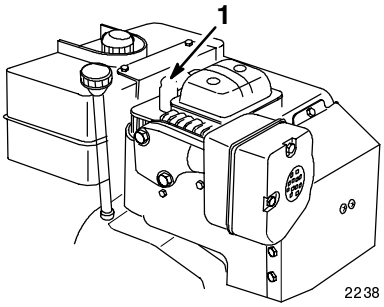

Figure 34
2. Pull the wire off of the spark plug (Fig. 34) and remove the plug from the cylinder head.
6. Push the wire onto the spark plug (Fig. 34).